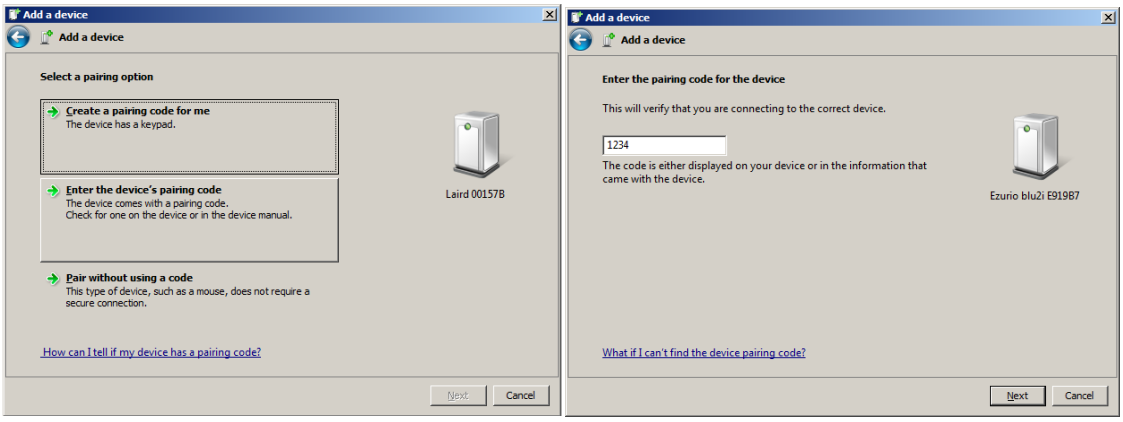

Figure 16: Select Enter the device's pairing code
4. Select Enter the device's pairing code (Figure 16). This code was set to "1234" using the command AT+BTK="1234" in Preparation.